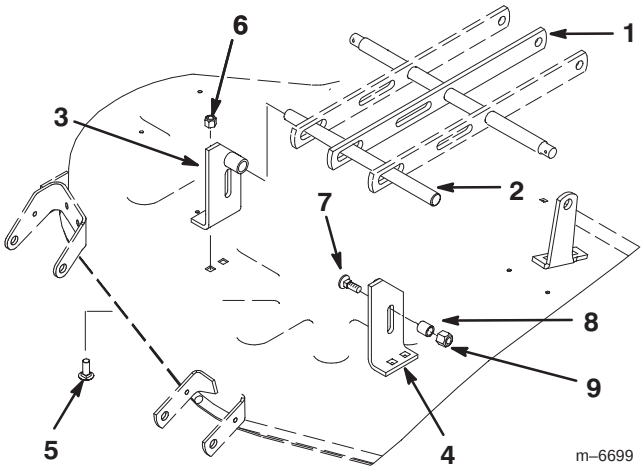

Figure 2
1. Make sure the leveler shaft is positioned through the hole(s) in the leveler bar(s) (Fig. 2).
2. Insert a new right and left front mower bracket onto the appropriate end of the leveler shaft. Position the brackets as shown in figure 2.
3. Using the old bracket mounting holes, mount each mower bracket to the mower with 2 carriage bolts (3/8 x 1 inch) and locknuts (3/8 inch) (Fig. 2).
4. Loosely mount a carriage bolt (7/16 x 1–1/2 inch), spacer (11/16 inch long) and flange lock nut (7/16 inch) to each front mower bracket. Position the components as shown in figure 2.